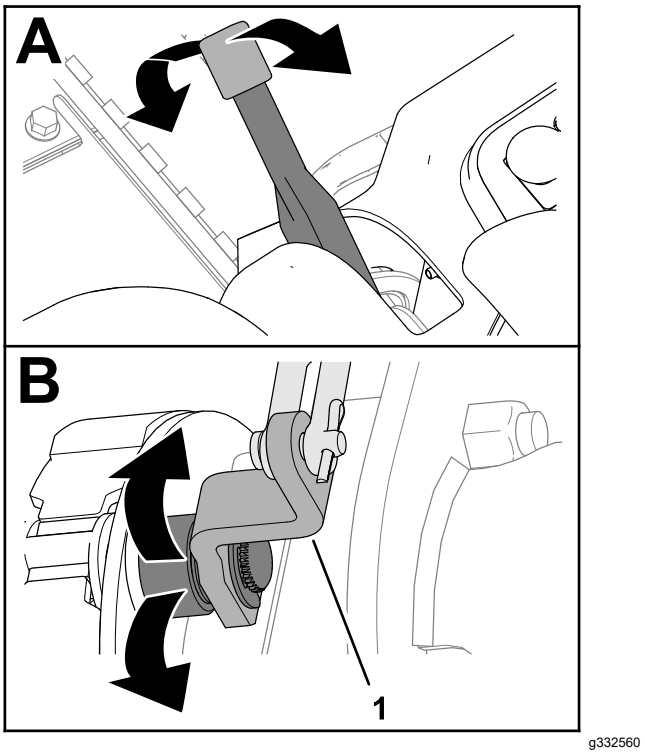

Figur 69
2. Flyt parkeringsbremsehåndtaget op og ned for at kontrollere, at bremseknastgrebet bevæger sig frit (Figur 69).